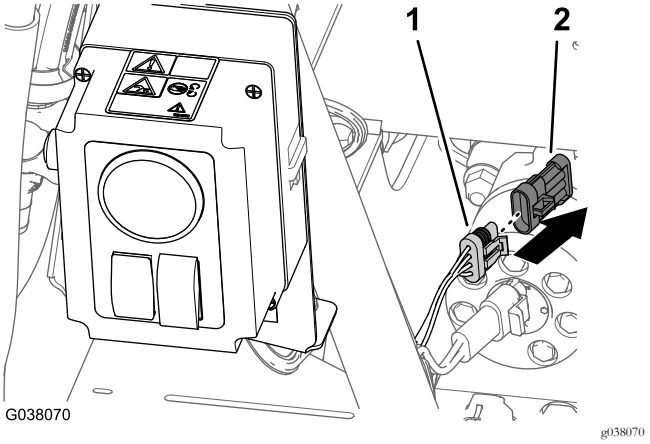

Figura 118
1. En la parte trasera de la máquina, retire el tapón del conector hembra de 4 vías del arnés de cables trasero, marcado HOSE REEL (Figura 118)